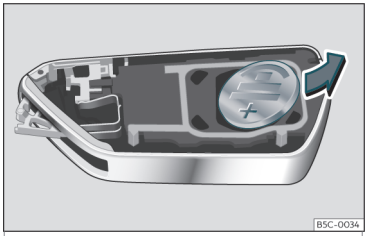

Fig. 73 Chiave del veicolo: estrarre la batteria.
- Estrarre la batteria dal vano con un oggetto fino adatto››› **fig. 73**.